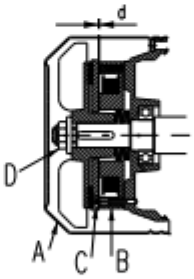

Fig. 5
8.2 ADJUSTING THE MOTOR BRAKE (Fig. 5)